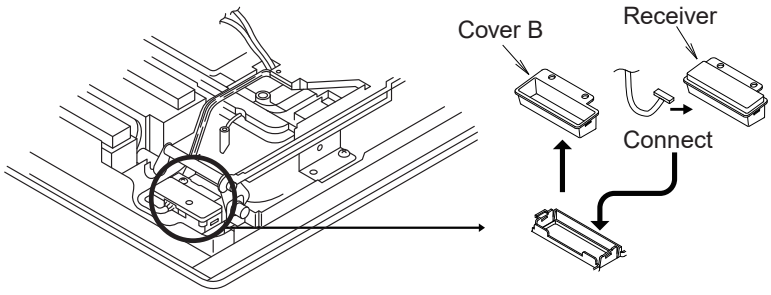

Fig. 3-2-9
(1) The cover B is fitted in the cover A. Remove the 1 screw and detach it by pressing on it from the front side of the panel. (Fig. 3-2-9)
(2) Connect the receiver wiring (6P white connector) that is sticking out from the operation panel to the receiver and fit the receiver into the panel.
There is a groove to pass the wire (circled part in Fig. 3-2-9.) Insert the lead wire into this groove with no slack.